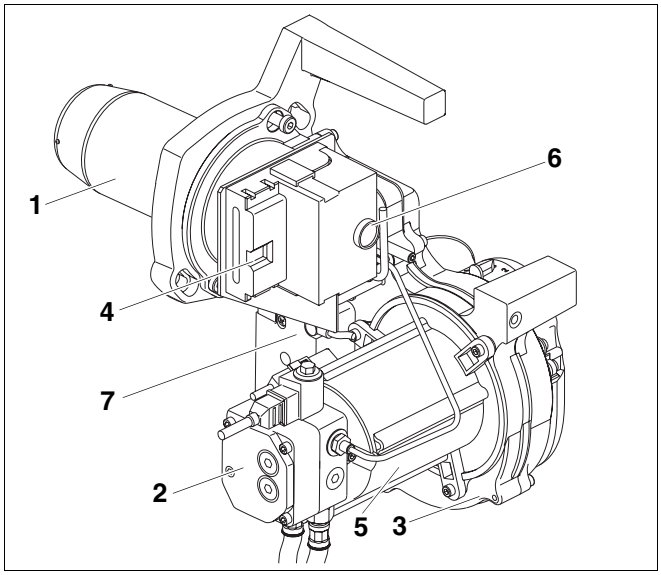

Fig. 1 Quemador Logatop SE
– Cañón del quemador (fig. 1, **pos. 1**)
– Bomba de gasóleo con electroválvula y tubos de conexión de gasóleo (fig. 1, **pos. 2**)
– Carcasa del quemador (fig. 1, **pos. 3**)
– Conexión del quemador para enchufe de 7 polos (fig. 1, **pos. 4**)
– Motor del quemador (fig. 1, **pos. 5**)
– Programador de combustión con tecla contra perturbaciones (fig. 1, **pos. 6**)
– Transformador de encendido (fig. 1, **pos. 7**)
El quemador (fig. 1) está cableado de forma definitiva con la regulación a través de una conexión enchufable (enchufe del quemador de 7 polos).